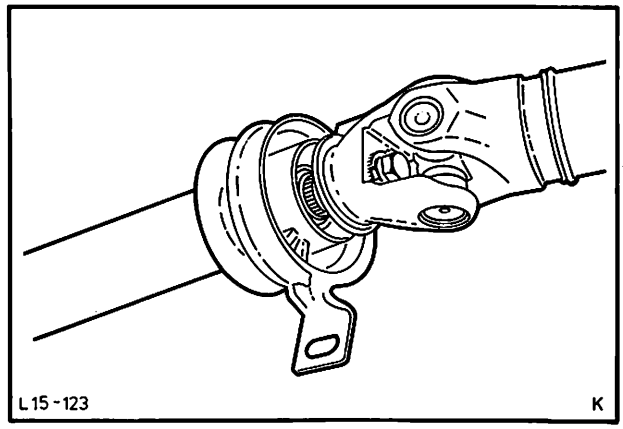

Abb. 190 Schraube lösen und Gelenkwelle trennen
2. Schraube am Gabelstück lösen. Lage der U-Scheibe kennzeichnen und U-Scheibe seitlich herausnehmen. Gelenkwelle trennen, Abb. 190.